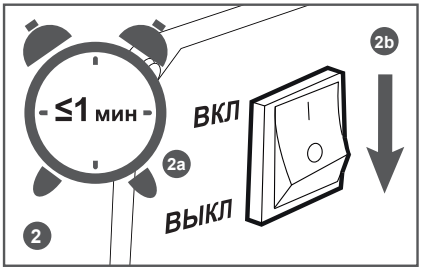

Рис. 16 Выключения зажигания
2. Дайте двигателю поработать примерно 1 минуту и переведите выключатель зажигания в нижнее положение «ВЫКЛ» (Рис. 16).